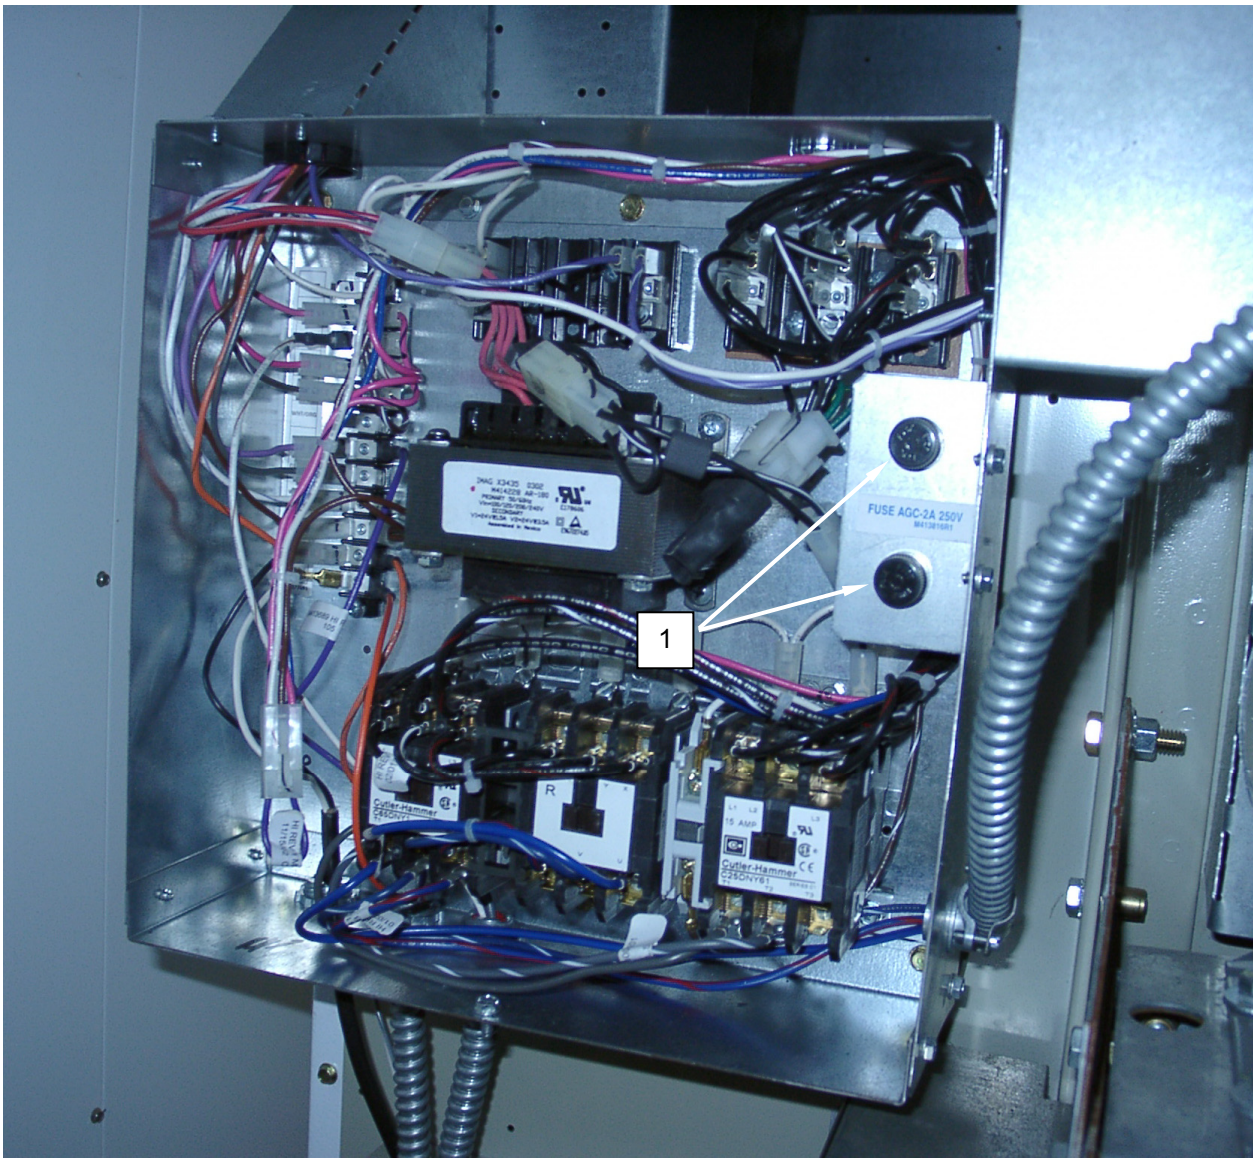

Figure 3. Replace the Dryer Transformer Fuses.
3. Unscrew fuse holder cap **(Figure 3, Item 1)**.
4. Remove fuse from cap **(Figure 3, Item 1)**.
5. Install replacement fuse into cap **(Figure 3, Item 1)**.
6. Install cap **(Figure 3, Item 1)** with replacement fuse into fuse holder.